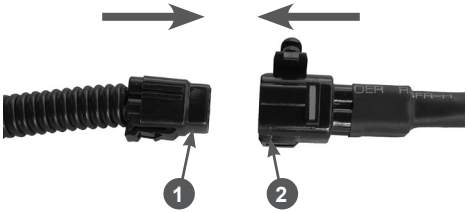

Рис. 23 Подсоединение электрооборудования панели
14. Соедините разъёмы цепи питания фары и обогрева рукояток (Рис. 23).